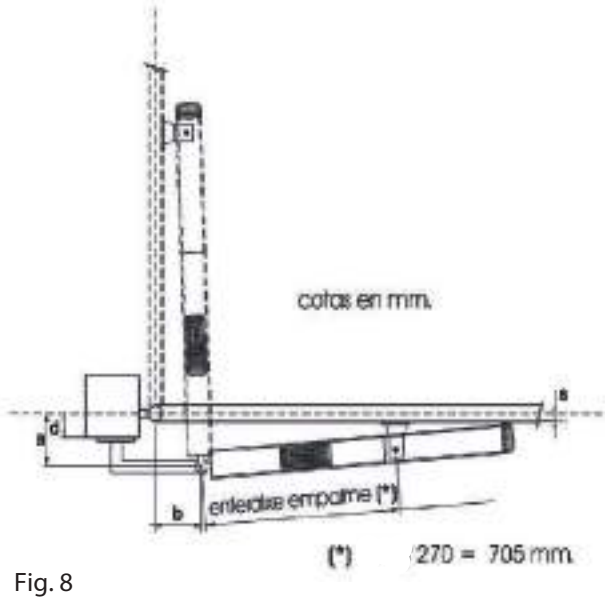

Fig. 8
3.3. INSTALACIÓN DE LOS ACCI ÓNADORES YDRA CON ABERTURA HOYA EXTERNA (fig. 8)